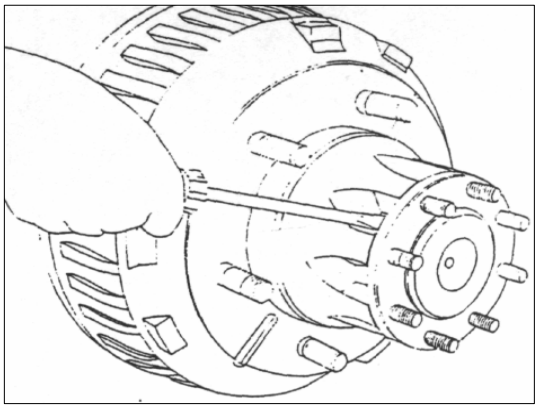

РИС. 310
2) Используя отвертку, снимите полуось из ступицы (см. рис. 310).